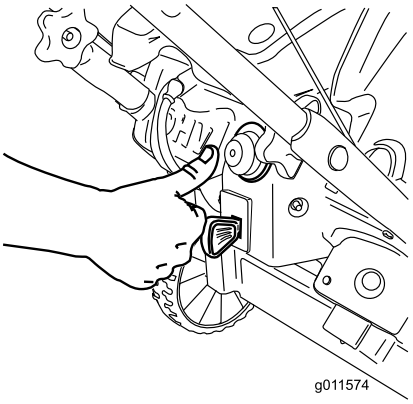

Figura 17
3. Con il pollice spingete 2 volte l'iniettore con forza, tenendolo premuto ogni volta per un secondo prima di lasciarlo andare (Figura 17).